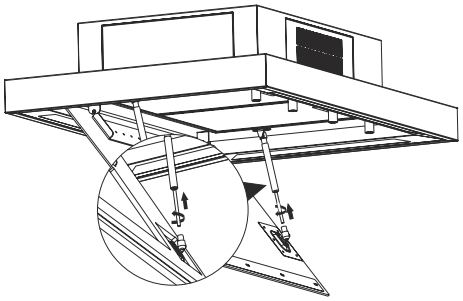

Fig. 23
7. Lyft upp glasluckan och vrid på stötdämparen för att skruva ihop dem (Fig. 23).